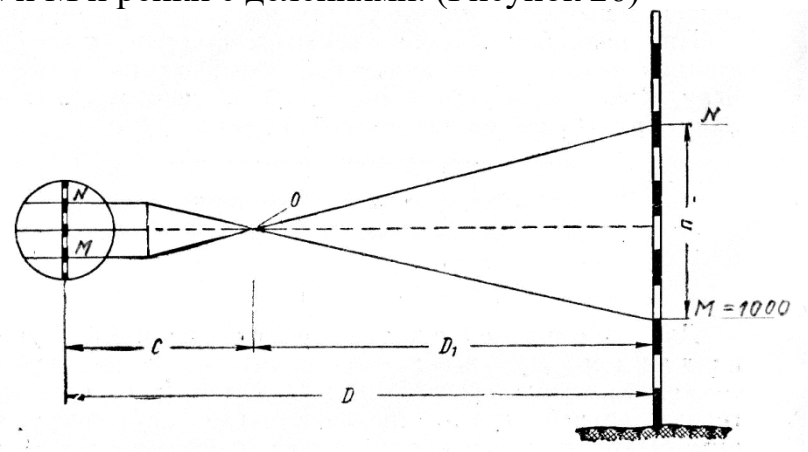

Рисунок 26. Измерение расстояния дальномером
***Дальномер*** состоит из двух дальномерных нитей, нарезанных на стекле сетки нитей N и M и рейки с делениями. (Рисунок 26)